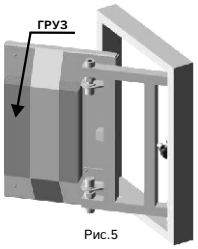

Рис.5
5.Во избежание провисания дверцы, при монтаже средних и больших люков, используя подручные средства, закрепить на специальном крючке (или на ввинченном в рамку дверцы саморезе) на внутренней стороне дверцы груз, в 1,5-2 раза превышающий вес наклеиваемой плитки (Рис.5).